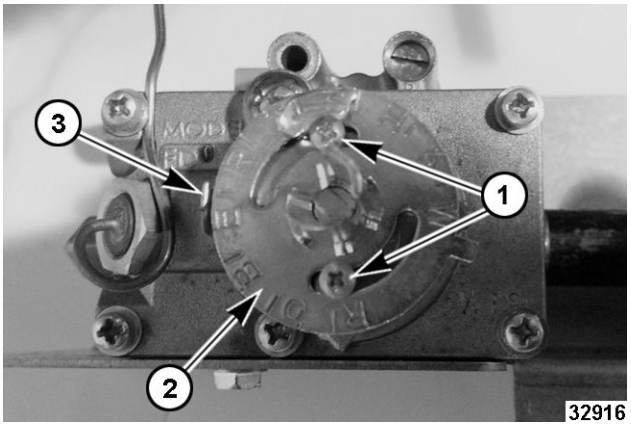

**Fig. 123**
B. Loosen both calibration screws (1, Fig. 123) until calibration plate moves independently of the control.
C. Turn calibration plate (2, Fig. 123) until mark corresponding to test instrument or thermometer reading is in line with center of pointer "A" (3, Fig. 123), and while holding in this position, tighten calibration screws firmly.